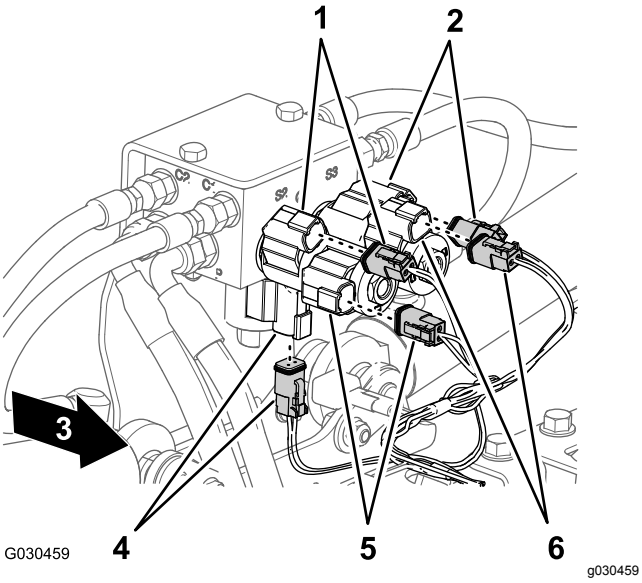

**Figur 39**
4. På bagsiden af maskinen frakobles de følgende konnektorer med 2 sokler (Figur 39) til løftecylindermanifolden som følger: